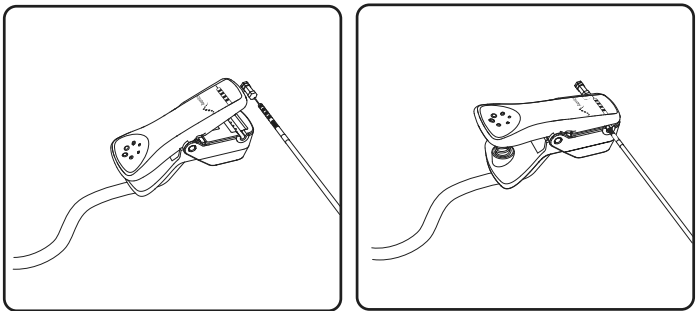

Figura 15. Conecte el cable de estimulación del electrodo al electrodo dentado.
10. Conecte el cable de estimulación de prueba del electrodo dentado al electrodo (**Figura 15**). Usando el PC, compruebe que se han establecido las conexiones eléctricas con los 4 contactos.